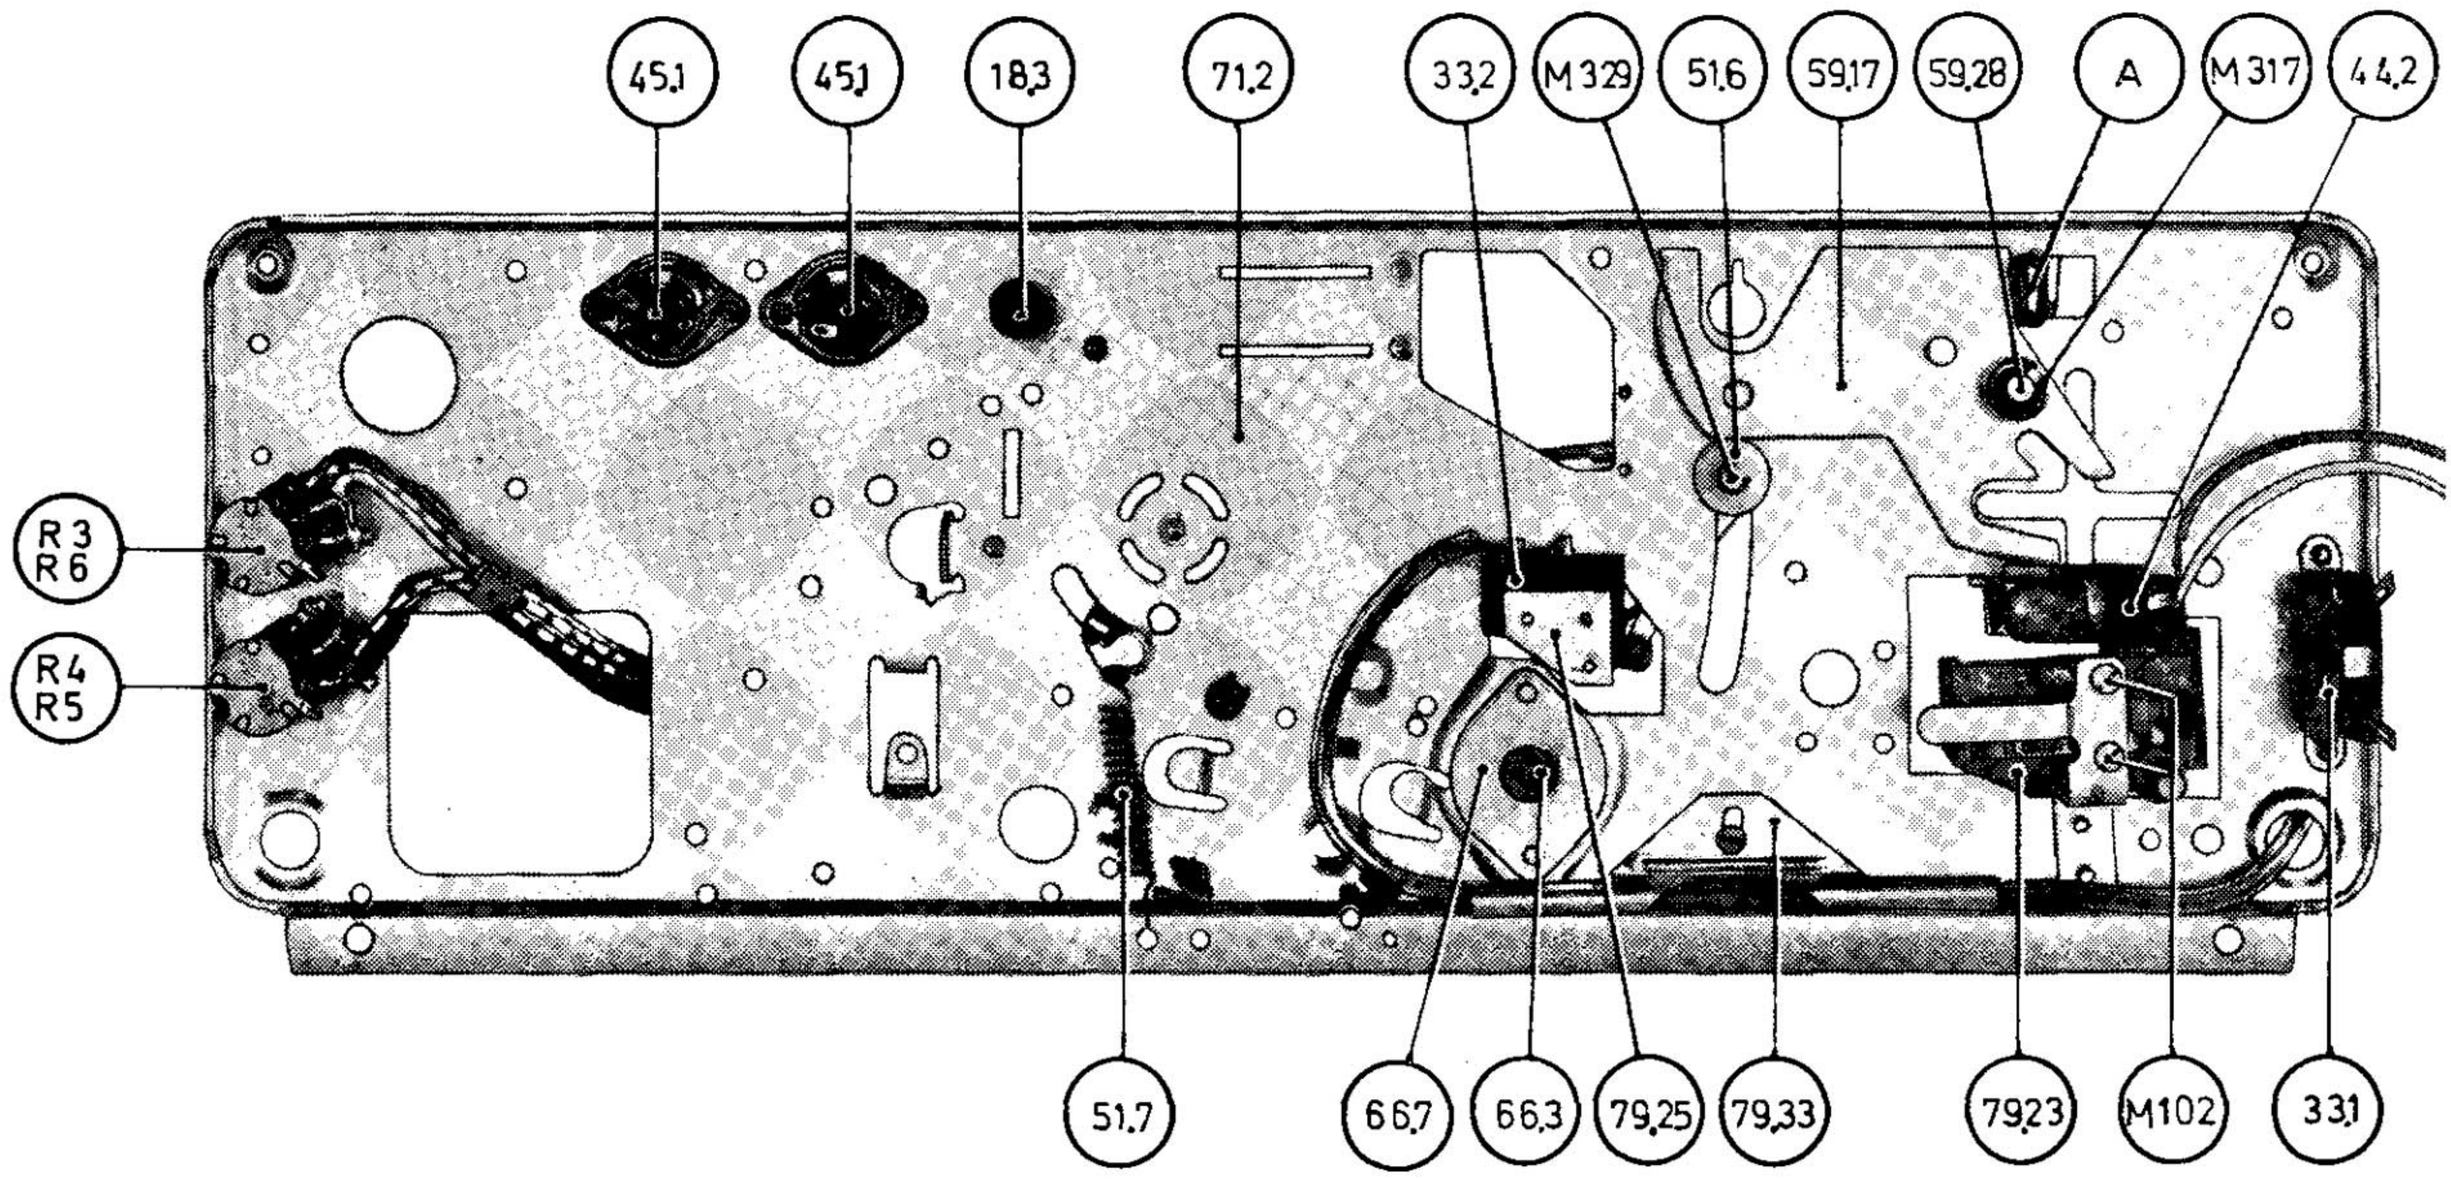

Fig. 9. The upper mounting plate, bottom view.
The eccentric segment (59.17) is located underneath the upper mounting plate (71.2), and is connected to the operating lever (54.1). Ref. fig. 9 and 10.
Adjust the return motion of the pressure wheel assembly (51.3) by bending the lug (A) ref. fig. 9 to ascertain easy threading of the tape in the slot between the two trim covers (73.1, 73.2). The tape should not stick against the pressure wheel (51.1) during the threading.